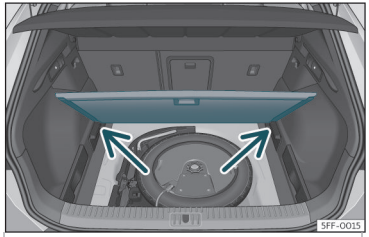

Fig. 110 Variable luggage compartment floor: inclined position.
- Rest the floor on its housings››› **Fig. 110** (arrows).